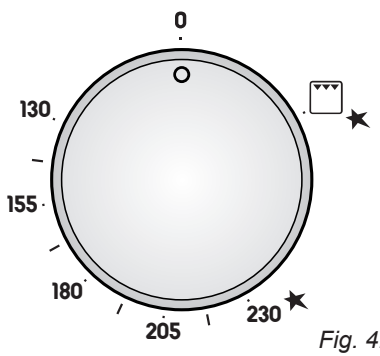
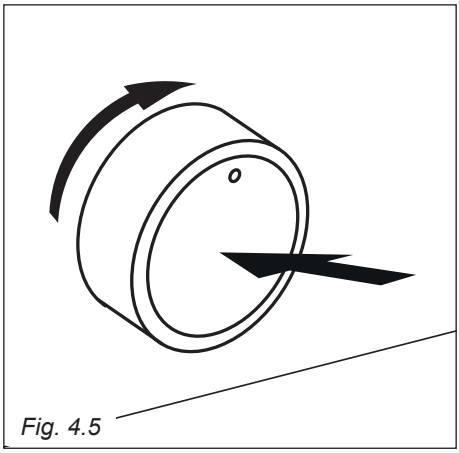

Fig. 4.1
Fig. 4.5
The temperature knob is numbered from 130 to 230 ★ (fig. 4.1) indicating the increasing oven temperature value (see table 4.2).
2. Lightly press and turn the thermostat knob anti-clockwise (fig. 4.4) to max position 230 ★ (fig. 4.1). Press the knob firmly until the burner lights.
2. Lightly press and turn the thermostat knob clockwise (fig. 4.5) to the position (fig. 4.1).